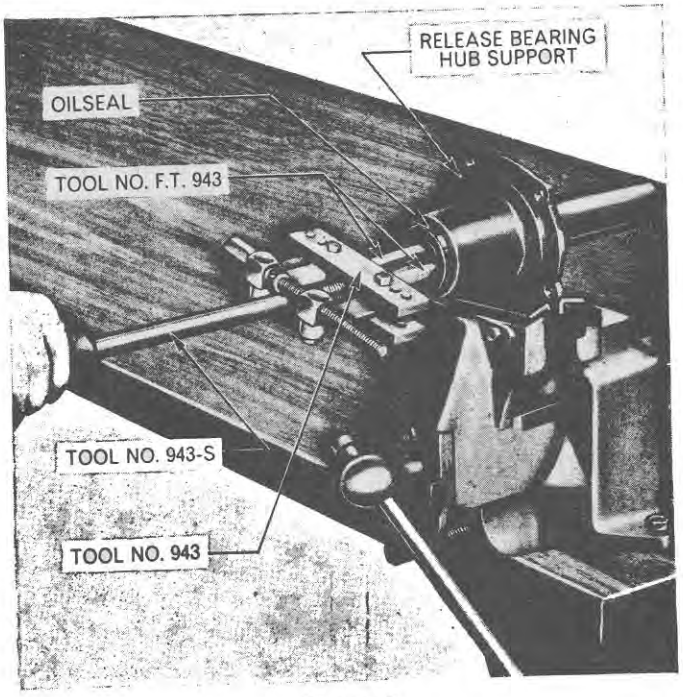

Figure 7
1. Inspect the main drive input shaft oil seal in the hub support for wear or damage. If necessary remove the seal using Tools Nos. 943, 943-S and F.T.943, Figure 7. Install a new seal using Tool No. 630-9 and a suitable driver.
b. Inspect the rear oil seal in the hub support and if worn or damaged remove the seal using Tools Nos. 943, 943-S and F.T.943 in a similar manner to that shown in Figure 7.